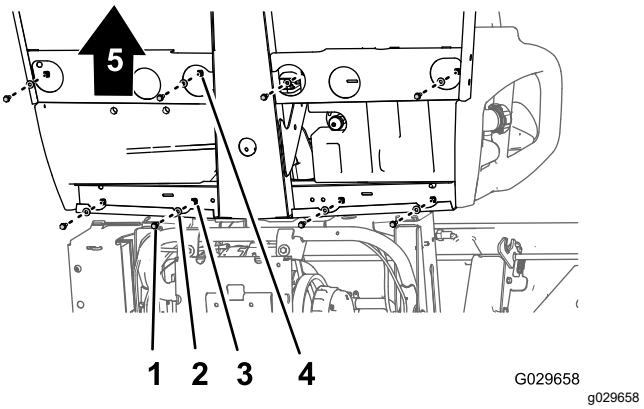
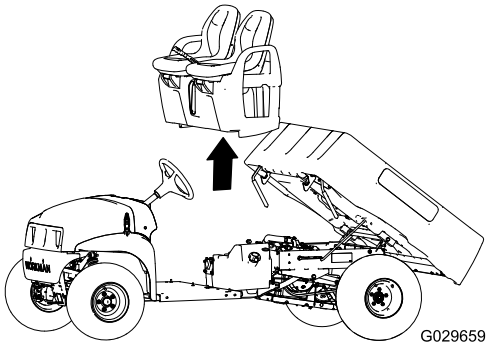

Figur 42
Figur 43
1. Ta bort de åtta flänsskruvar och åtta brickor längst ner på maskinen som håller fast sätessockeln på golvplattan och den bakre hyttkanalen (Figur 42).
2. Lyft försiktigt av sätena, sätessockeln och parkeringsbromskablarna från maskinen (Figur 42).
1. Lyft på sätena och sätessockeln på maskinen och rikta in bromskablarna med chassit (Figur 42 och Figur 43).
2. Rikta in hålen i sätessockeln med hålen i golvplattan och den bakre hyttkanalen (Figur 42 och Figur 43).